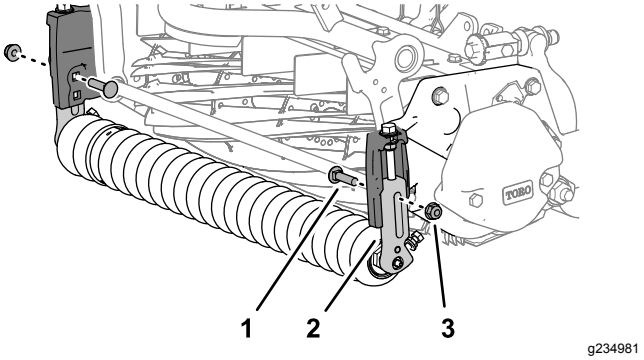

Figur 3
3. Fjern brædddebolten og flangelåsemøtrikken fra den ene side af klippeenheden, og fastgør klippehøjdebeslaget til sidepladen (Figur 3).
5. Gentag trin 3 for klippehøjdebeslaget på den anden side af klippeenheden, og fjern beslaget (Figur 3).